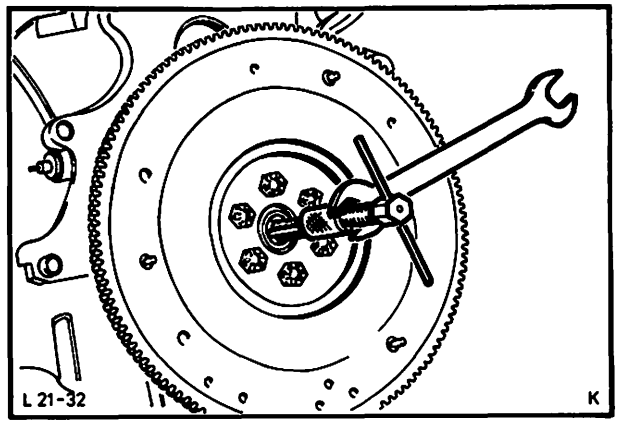

Abb. 41 Nadellager-Kurbelwelle mit Spezialwerkzeug 21-036 ausbauen
19. Nadellager – Kurbelwelle mit Spezialwerkzeug 21-036 aus der Kurbelwelle ziehen, Abb. 41.